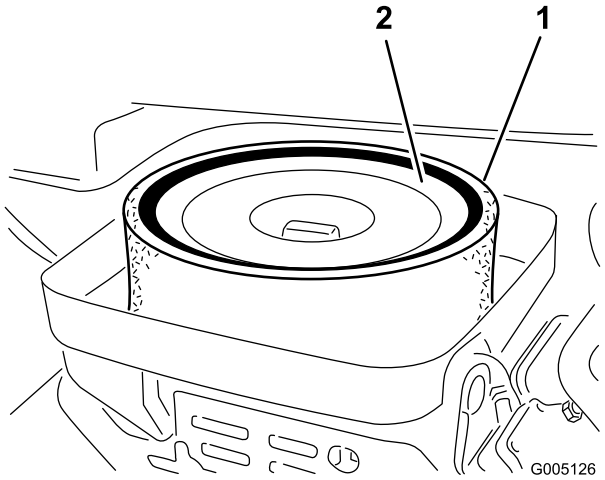

Figur 44
3. Hvis skumelementet er skittent, fjerner du det fra papirelementet (Figur 44). Rengjør den grundig, som følger: